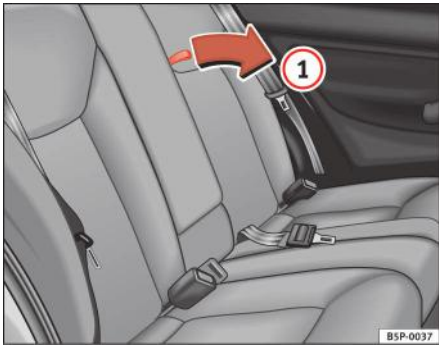

Fig. 108 Deschiderea suporturilor de pahare din spate
– Pentru deschidere, trageți chinga în sensul indicat de săgeata ⇒ fig. 108 (1).